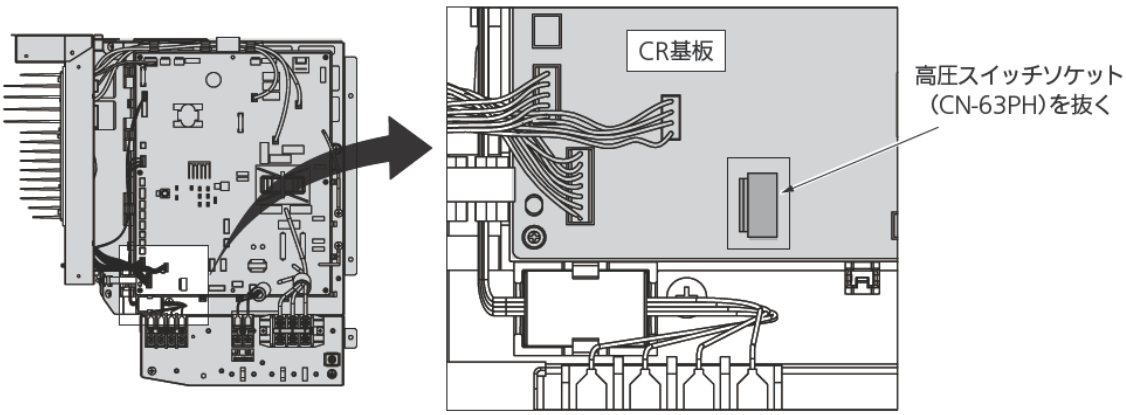

図6
4) 同一空調システムのすべての室外ユニットの安全対策インターロック・高圧スイッチソケット（CN-63PH）を基板から抜きます。(インターロック状態)(図6)